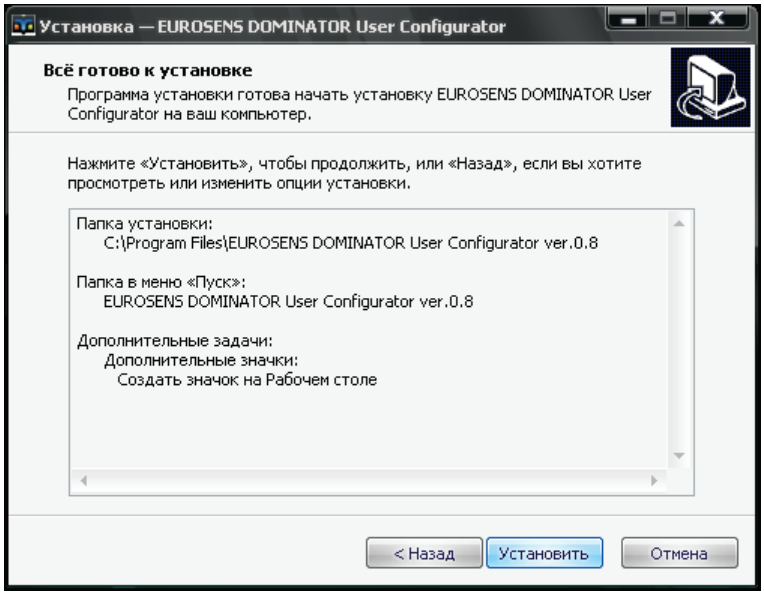

Рис.12
13) нажать кнопку "Установить" в окне задания предустановок программы (рис.12):